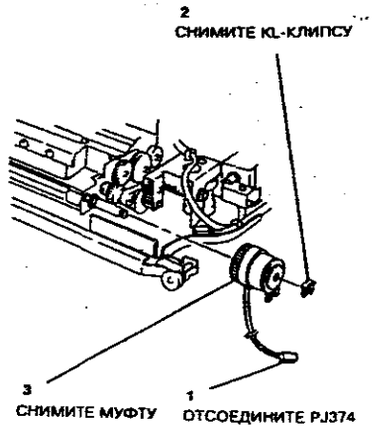

**Рисунок 1. Снятие муфты подачи из дуплексного лотка**
2. (Рисунок 1) Снимите муфту подачи из дуплексного лотка.